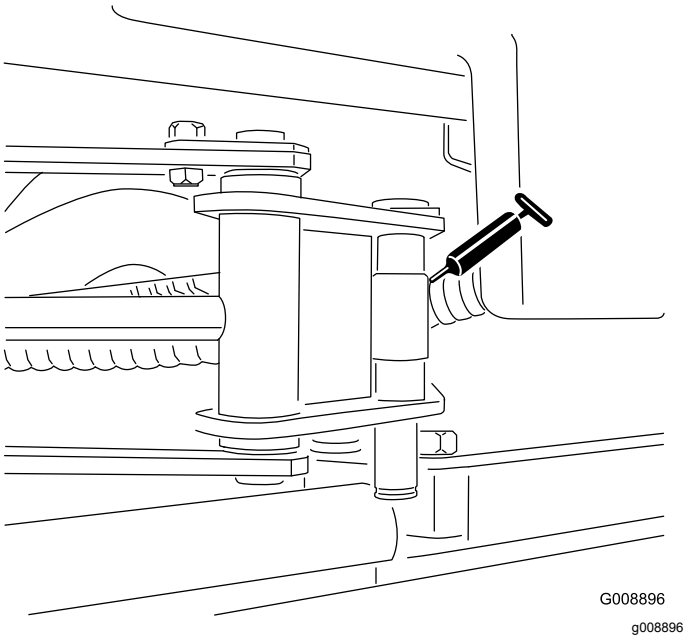

Rysunek 51
- Końcówki siłownika bocznych zespołów tnących (2; dotyczy tylko modelu 03171) (Rysunek 51)